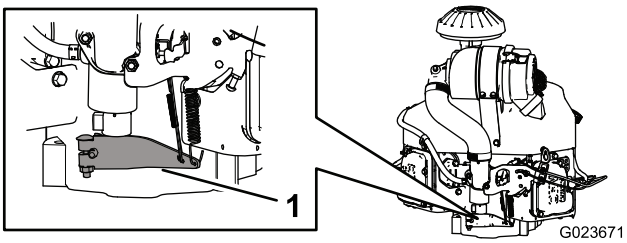

Figur 67
3. Skyv fjærenden til regulatorarmen nedover (Figur 67).